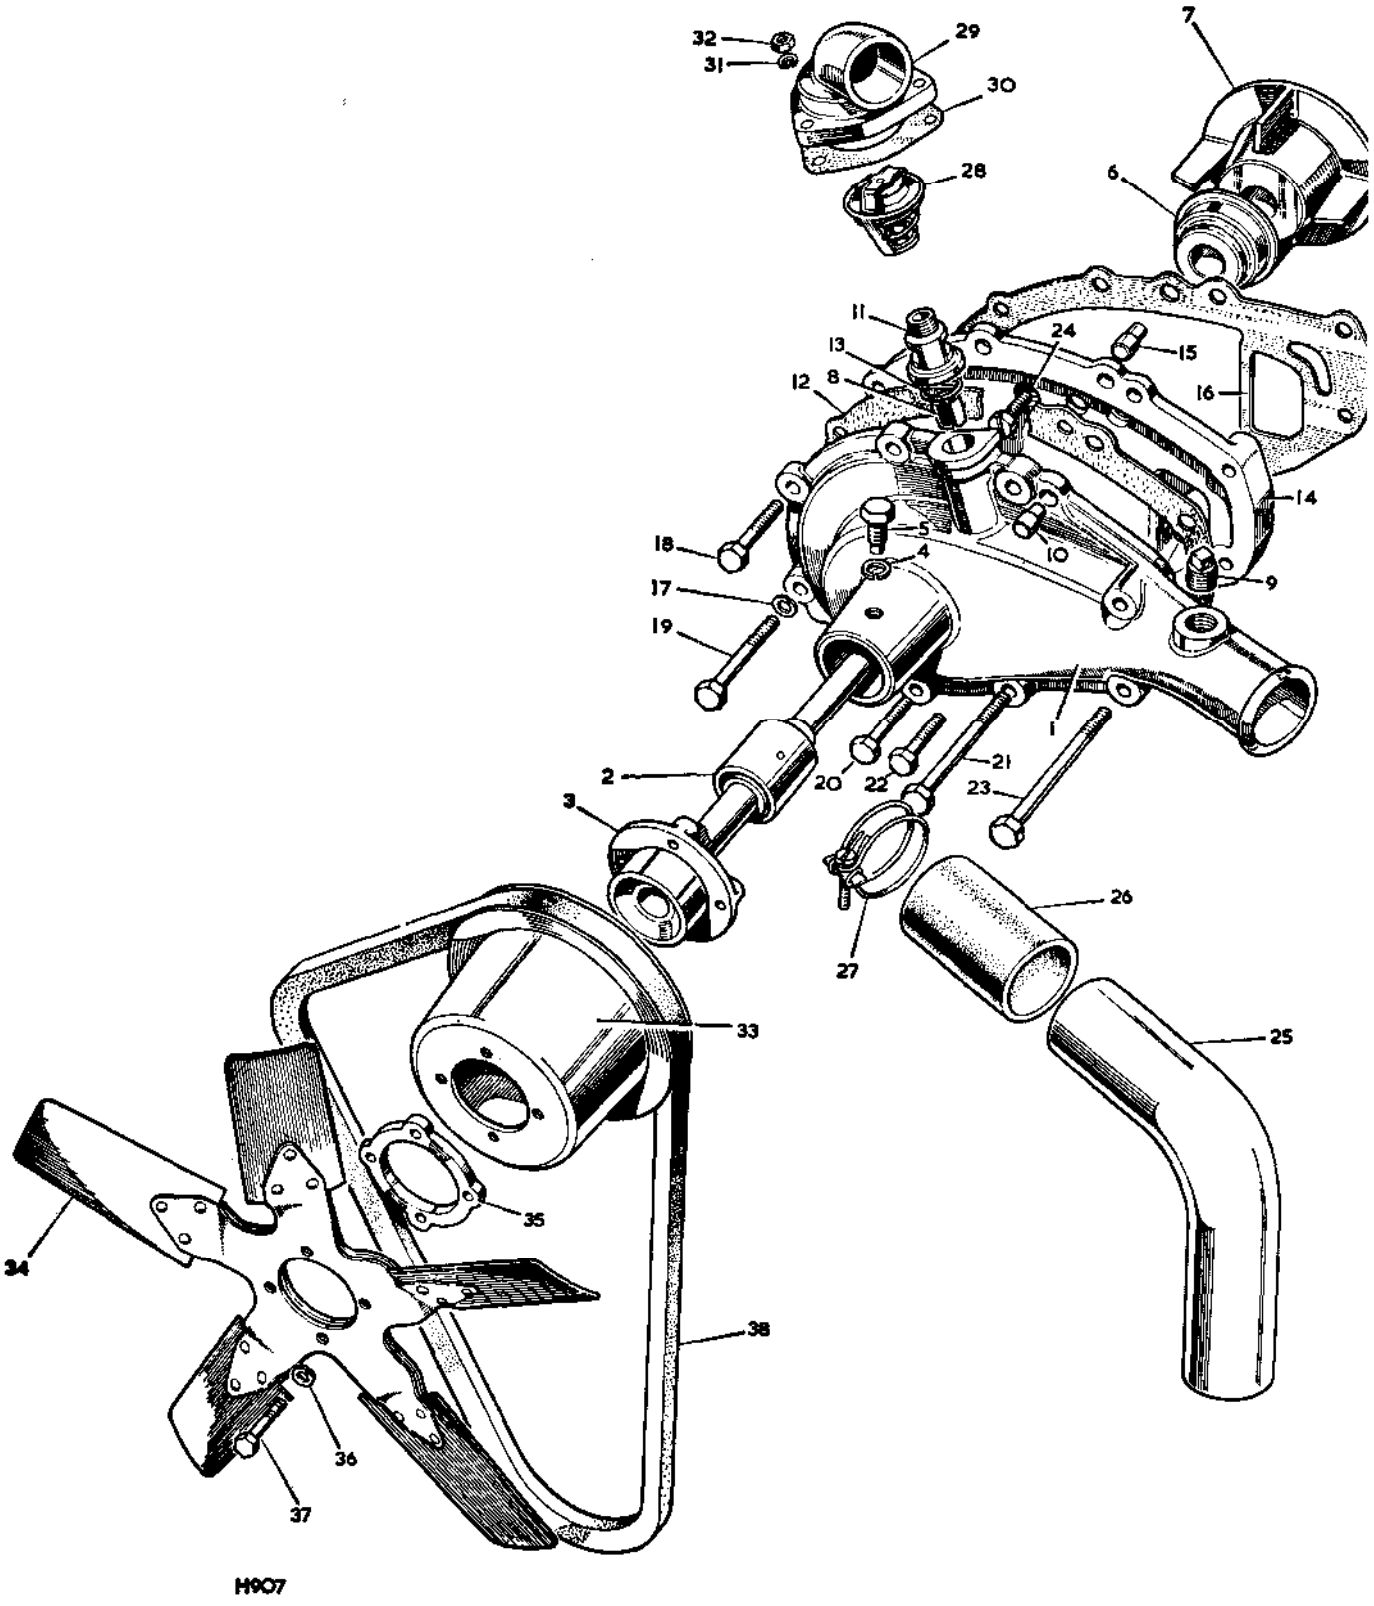

**Fig. K1-2. Layout of cooling system components, 6 cylinder models**
**Key to Fig. K1-2. Layout of cooling system components, 6 cylinder models**